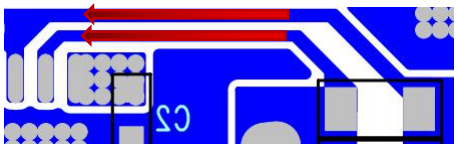

**图 4**
7.限流电阻连接至芯片引脚的信号线尽量以排线方式连接，如图 4.